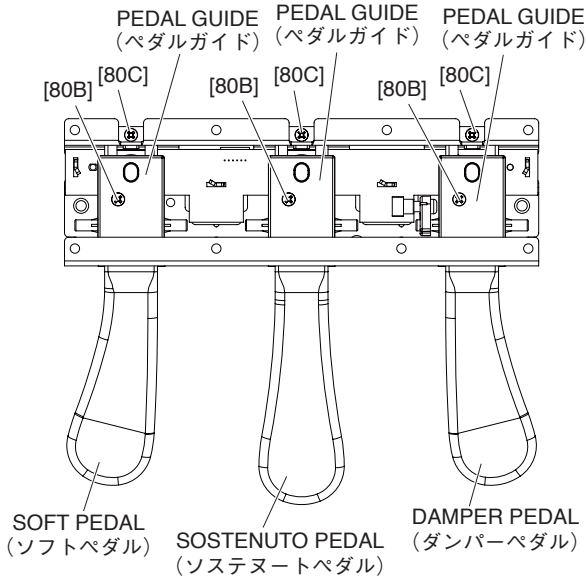
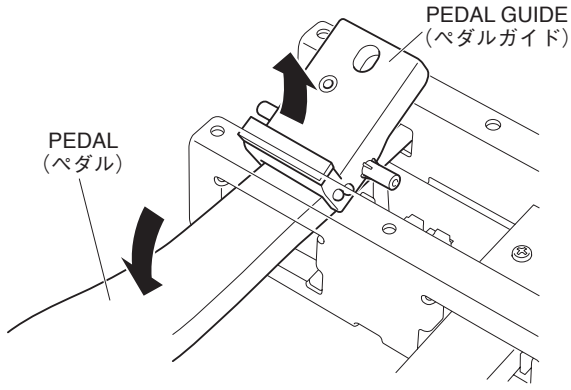

Fig. 11（図11）
Fig. 12（図12）
20-4 Remove the three (3) screws marked [80B]. The three (3) pedal guides can then be removed as shown in Fig. 12. (Fig. 11, 12)
20-5 Remove the three (3) screws marked [80C]. (Fig. 11) Push down the pedal (damper) and then draw it forward. The sostenuto and soft padals can then be removed in the same manner. (Fig. 11, 12)
20-4 [80B] のネジ 3 本を外して、図 12 のようにペダルガイド 3 個を外します。(図 11、12)
20-5 [80C] のネジ 3 本を外します。(図 11) ペダル（ダンパー）を下に押してから、手前に引き出します。ソステヌートペダル、ソフトペダルも同様に外します。(図 11、12)